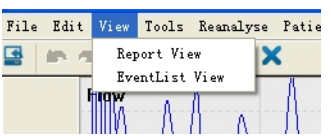
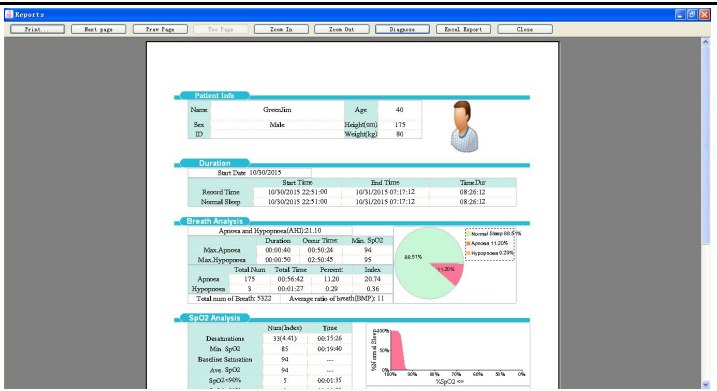

Abb. 5-4-3
Abb. 5-4-4
3. Im Menü „View“, „Report View“ und „EventList Viewt“ (siehe Abb. 5-4-3) gibt es zwei Menüoptionen. Das Menü „Report View“ dient zum Drucken von Berichten, wenn Sie auf diese Option klicken. Ansicht wird wie in Abb. 5-4-4 gezeigt: Es gibt Funktionen wie Zoomen, Verkleinern und Seite hoch und Seite runter-Funktionen, wenn alles fertig ist, klicken Sie auf „Print“ und der Fallbericht wird ausgedruckt.